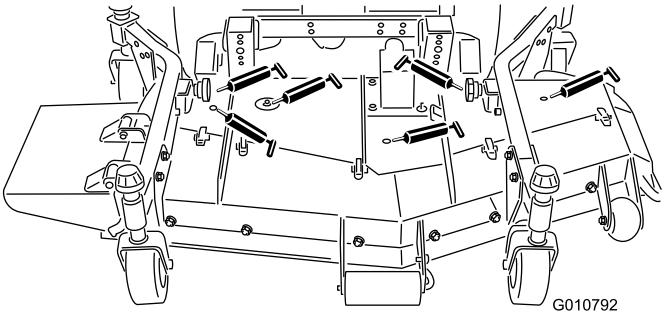

**Figure 17**
- Roulements d'axes de lames (Figure 17)
- Rotules de bras de poussée droit et gauche (Figure 17)